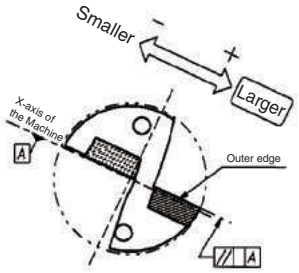

Fig.2 Outer insert Facing Up
(2) In case of making the hole diameter larger, slide the tool along the X-axis toward the outer insert side. (Fig.2, Fig.3)